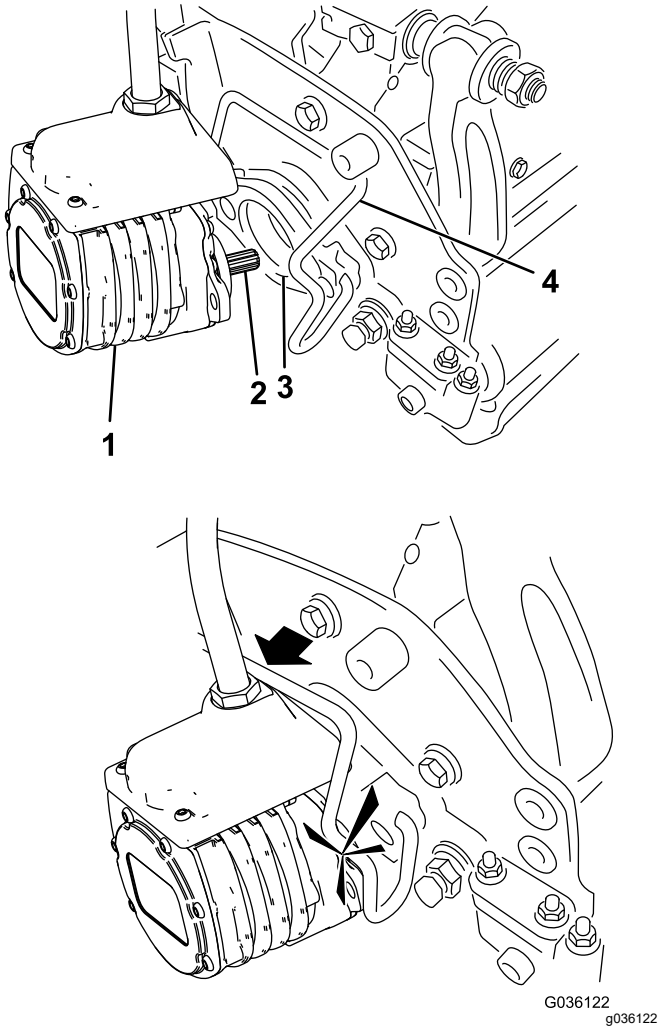

Figura 67
6. Revista o veio estriado do motor da unidade de corte com massa lubrificante limpa (Figura 67).
7. Insira o motor no lado esquerdo da unidade de corte (visto da posição do operador) e empurre a barra de retenção do motor na unidade de corte na direção do motor até ouvir um “clique” de ambos os lados do motor (Figura 67).